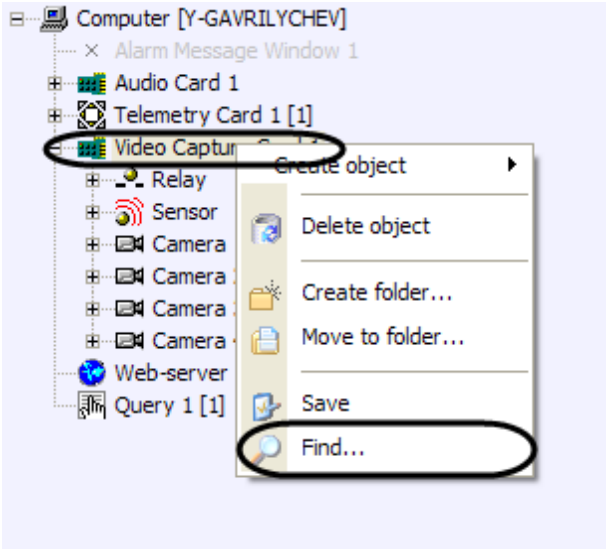

Figure 11.2-26 Selecting the Find function
c. select Find in the menu (Figure 11.2-26);